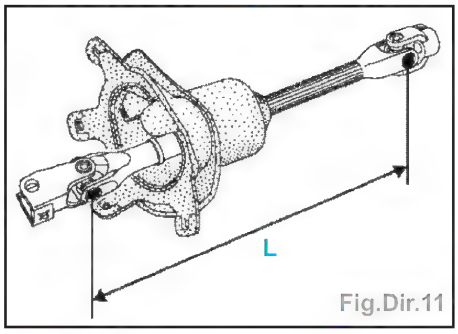

Fig.Dir.11
- Contrôler l'entraxe (L) (Fig.Dir.11).